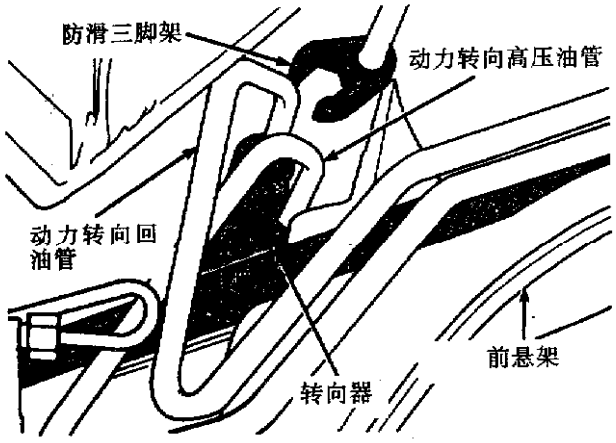

图 9-7　动力转向器上的转向压管
⑤将动力转向器总成的软管拆下(图 9-7),排出泵内和管内的油。
⑥拆下管端 O 形圈。